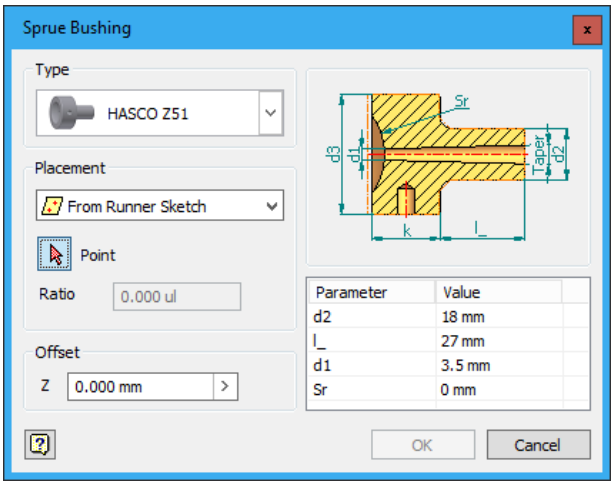

Figure 19-87 *The* ***Sprue Bushing*** *dialog box*
1. Choose the **Sprue Bushing** tool from the **Mold Assembly** panel in the **Mold Assembly** tab of the **Ribbon**; the **Sprue Bushing** dialog box is displayed, as shown in Figure 19-87.